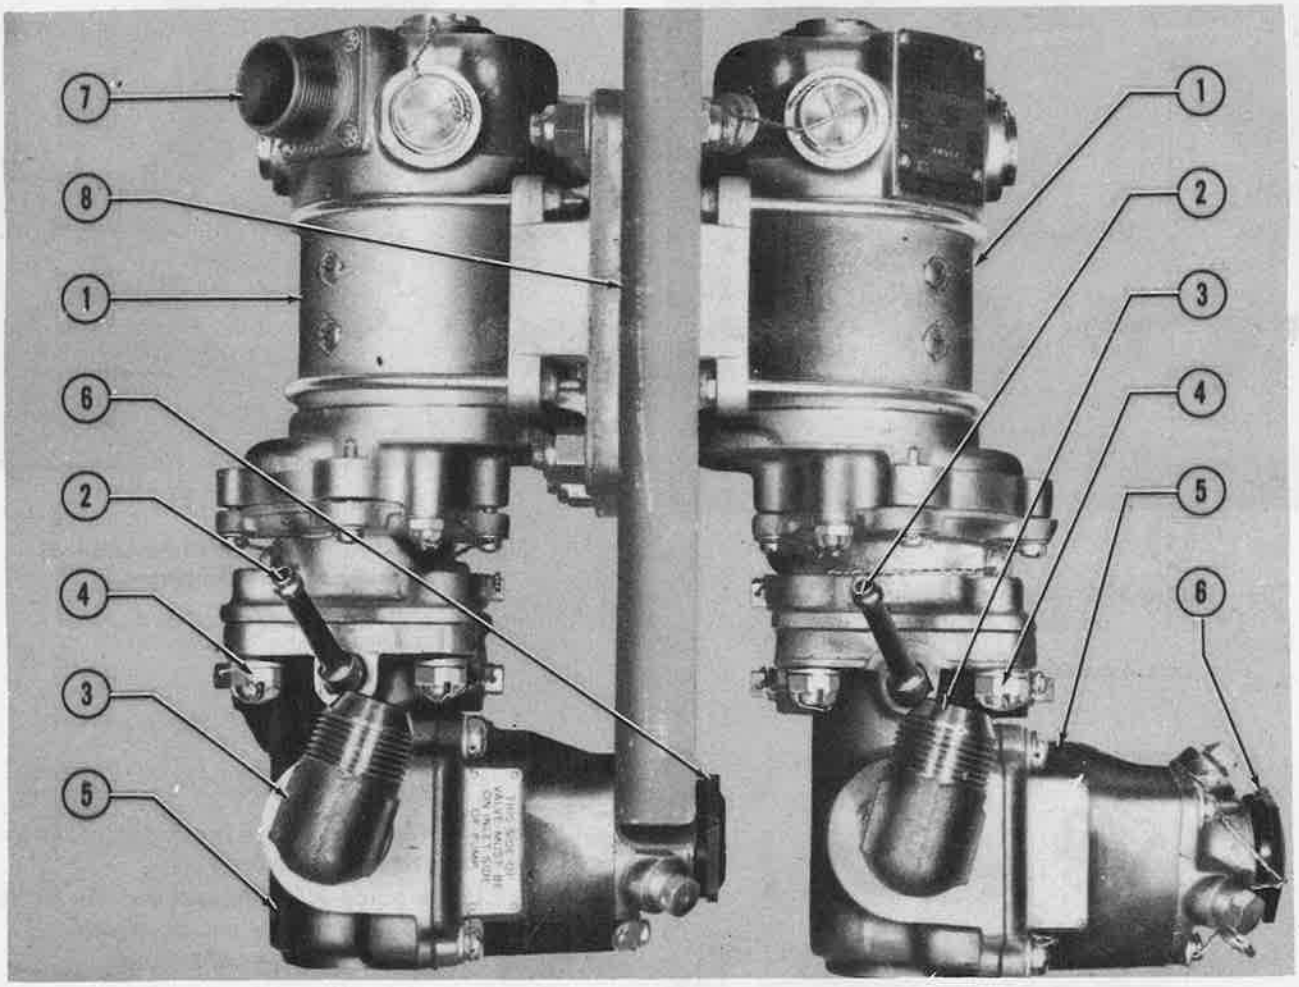

Figure 298A—Electric Booster Pumps
da. ELECTRIC BOOSTER PUMPS. *(See figure 298a.)*
(2) REMOVAL.—(See figure 298a). It is possible to remove one or both booster pumps without removing the bracket on which they are mounted or without affecting any cable rigging. The motors of the booster pumps are sealed against moisture and dirt and rarely need servicing. The fuel pumps may be removed from the motors by the following procedure:
(d) Cut the safety wire and remove the four castle nuts holding the pump to the motor housing (4, figure 298a).
(c) Before installing, note carefully location of the intake and outlet ports. Place the gasket in position over the mounting studs and mount the pump in position so that the intake port is on the bottom. Tighten the castle nuts evenly and see that these are properly safetied (4, figure 298a).
(a) With the engine *not* running and the fuel turned *on* at both of the main fuel selector valves, test the booster pump by running it for at least five minutes. At the end of this time the fuel pressure gage should read 15 psi, and there should be no leakage of gasoline at any place. Check the vent opening (2, figure 298a), for the presence of gasoline. A new fuel pump should not leak gasoline at this point.
some pumps it will be necessary to remove a lock nut cover (6, figure 298a).